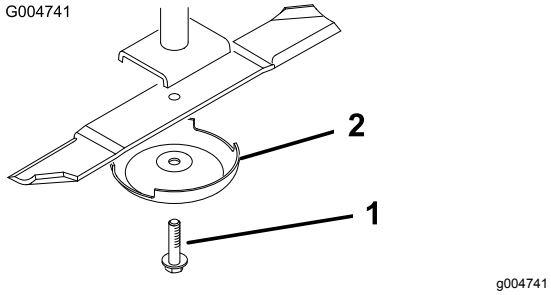

Figur 109
2. Fatta tag i knivens ände med en trasa eller en tjockt vadderad handske. Ta bort knivbulten, antiskalbehållaren och kniven från spindelaxeln (Figur 109).